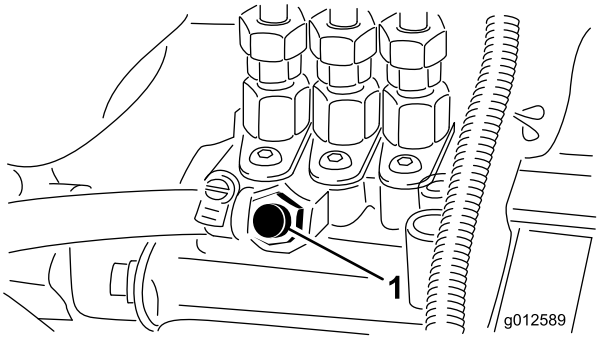

Figuur 31
3. Draai de ontluchtschroef op de brandstofinjectie-pomp open (Figuur 31).